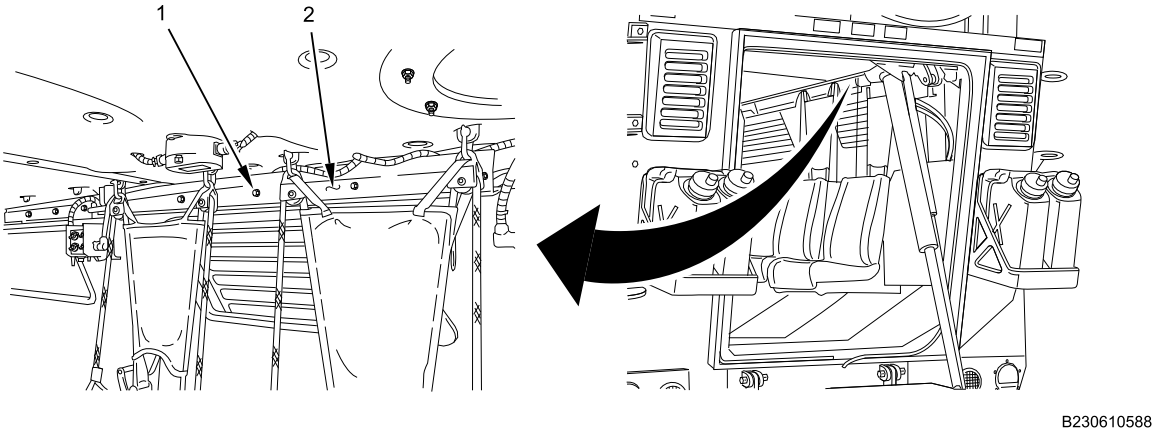

Figure 4. Right Center Cabin Molding.
4. Remove five bolts (Figure 4, Item 1) and washers (one hidden behind strap), from center molding (Figure 4, Item 2). Remove molding.